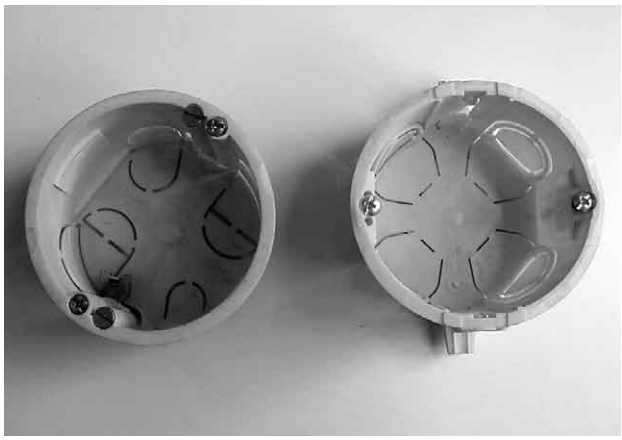

Figure 250 : Exemple de boîtes pour cloisons creuses
- pour l'appareillage, utilisez des boîtes spéciales pour cloisons creuses (figure 250) ;